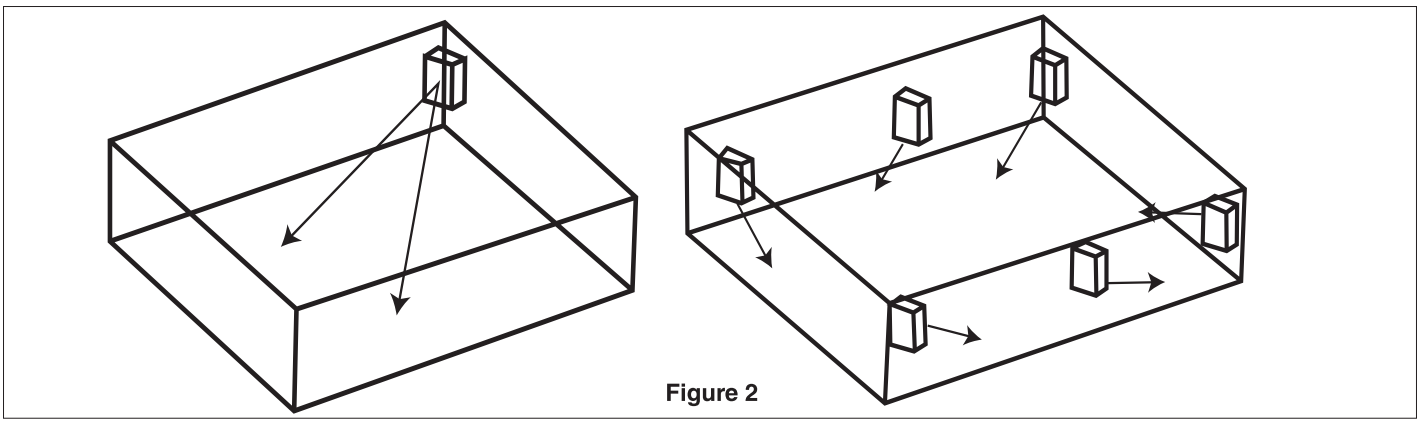

Figure 2
- When more than one heater is used in an area, the heaters should be arranged so that the air discharge of each heater supports the air flow of the others to provide best circulation of warm air, as indicated in **Figure 2**.